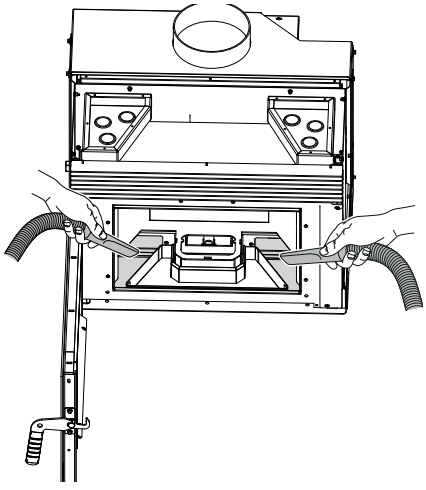

Abb. 7.19
F) Den Ascherückstand absaugen (Abb. 7.19),